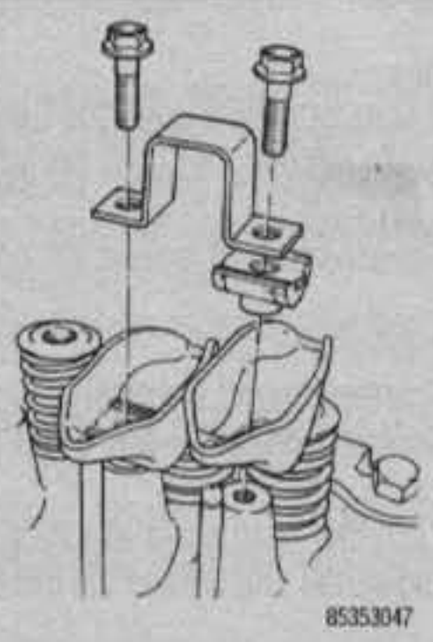

Fig. 46 Rocker arms and bridge—all engines
▶ See Figures 46 thru 51
▶ See Figure 46